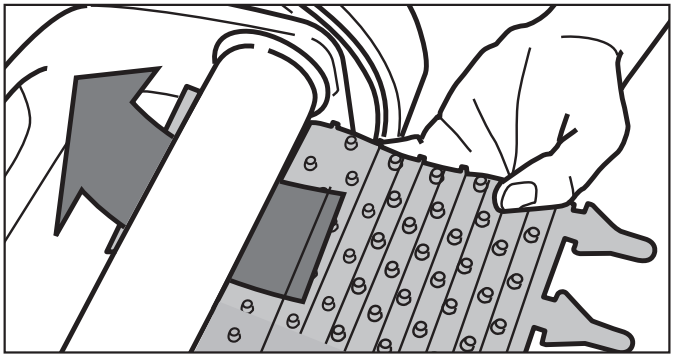

Figure 18. Positionner une brosse neuve sur le rouleau
3. Placez la brosse neuve sous le rouleau avec les soies vers le bas (voir la figure 18).